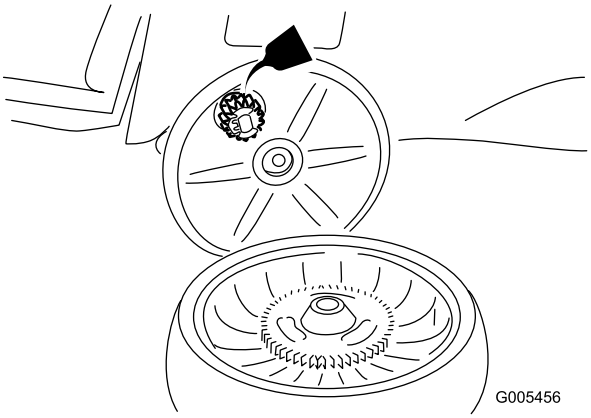

**Figur 25**
2. Kom smøreolie på tandhjulet som vist i Figur 25.